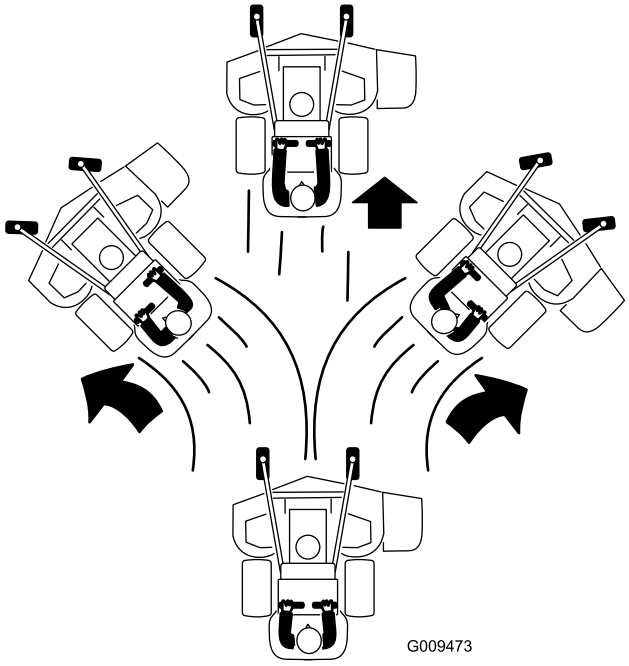

Figur 22
3. Skub bevægelseshåndtagene langsomt fremad (Figur 22).